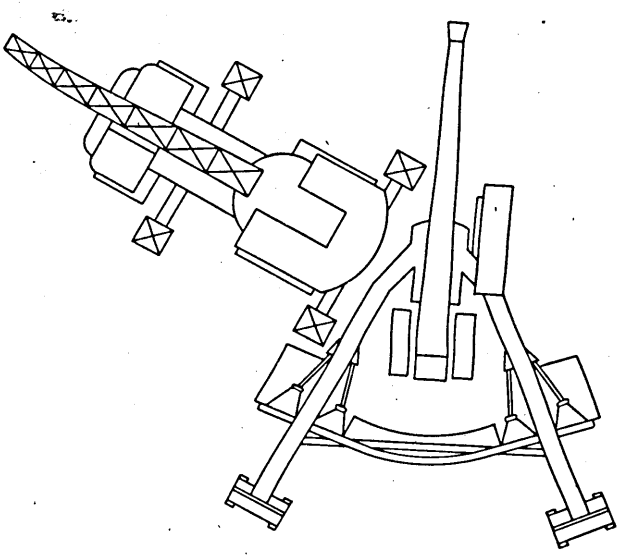

Figure 32. Crane truck in position for disassembly of howitzer.
a. Description of operation. (1) The crane is brought to the howitzer position, maneuvered into position for lifting, and halted. (See fig. 32.) The crane outriggers and floats are placed and the lifting sling is attached to the main hook.
(2) The cannon wagon is maneuvered into position parallel to and as close as possible to the crane, preparatory to receiving the howitzer.
(3) The howitzer is placed at minimum elevation and center traverse; the panoramic telescope (and telescope mount extension) are removed from the mount and placed in the carrying case. Covers are placed on the panoramic telescope mount and elevation quadrant. The breech is closed and the road locks are fastened. A guide rope is attached to the muzzle of the howitzer.
(4) The lifting sling is attached to the cradle, and the howitzer so maneuvered that the cap screws and taper stud bolts may be unfastened from the cradle.